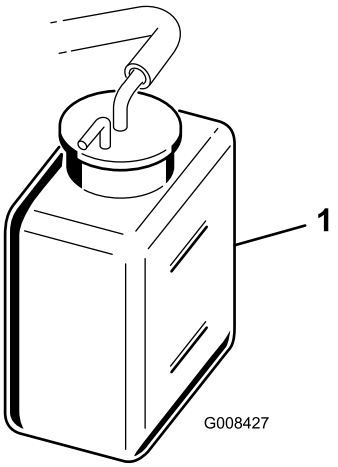

Figur 28
2. Kontroller kølervæskestanden (Figur 28). Kølevæsken skal være mellem linjerne på reservetanken, når motoren er kold.